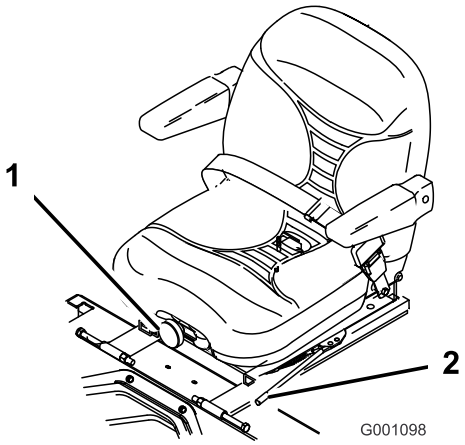

Figur 21
1. För spaken i sidled för att låsa upp sätet och justera det (Figur 21).
Justera genom att vrida ratten i endera riktningen för att uppnå bästa bekvämlighet (Figur 21).